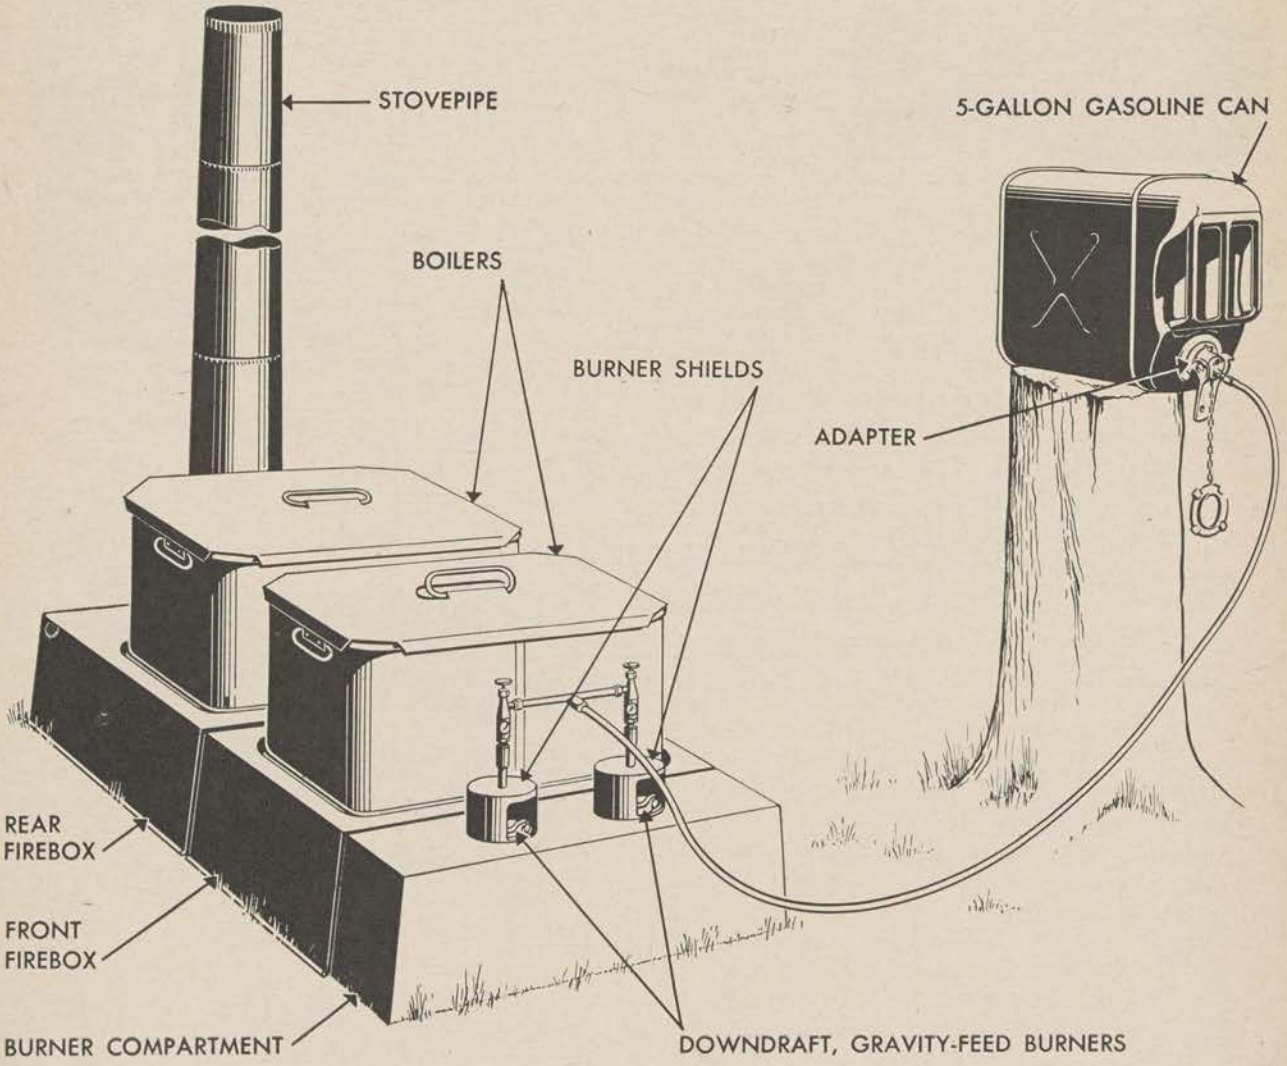

Figure 16. Outfit, cooking, pack (64–O–214) assembled for operation. Fuel container is placedat higher level than burners to provide gravity-feed.
a. The pack cooking outfit (stock No. 64–O–214) (see fig. 16) has been designed to replace the earlier cavalry pack cooking outfit and the mountain artillery cooking outfit. (See pars. 26 and 27.) The new outfit may be operated with gasoline, kerosene, fuel oil, or crankcase drippings, or if necessary, it may be fired with wood.
18. How to Assemble Range (see fig. 16)